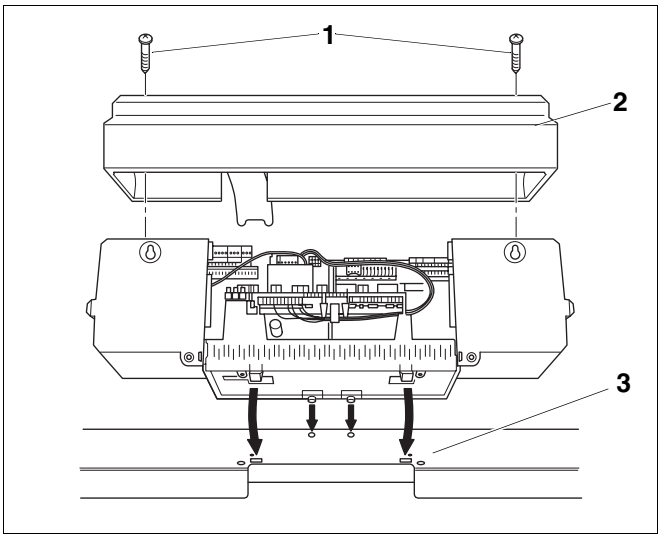

Rys. 10 Otwarcie sterownika Logamatic 4000
- Odkręcić oba górne blachowkręty (rys. 10, **poz. 1**) mocujące pokrywę sterownika (rys. 10, **poz. 2**) i zdjąć tę pokrywę.
- Odchylić sterownik lekko do przodu i tak go nałożyć na przednią pokrywę kotła, aby haki zaczepowe weszły do owalnych otworów z przodu pokrywy kotła. Przesunąć sterownik do przodu i odchylić do tyłu, aż oba elastyczne haki całkowicie wskoczą do otworów z prawej i lewej strony (strzałki, rys. 10).
- Przeciągnąć rurki kapilarne przez przelotkę kabla (rys. 10, **poz. 3**) i rozwinąć na potrzebną długość.
- Nałożyć pokrywę sterownika i przykręcić 2 blachowkrętami (rys. 10).